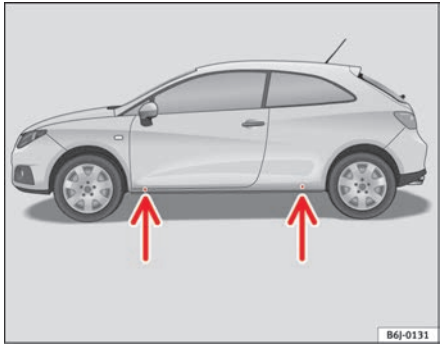

Fig. 125 The jacking points
– Locate the jacking point under the door sill closest to the wheel to be changed ⇒ fig. 125.
Recesses at the front and rear of the door sills mark the jacking points ⇒ fig. 125. There is only one jacking point for each wheel. Do not fit the jack anywhere else.